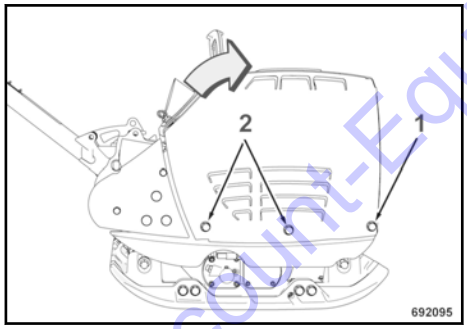

Fig. 38
Loosen the hood fasteners (1) on both sides and remove the fasteners (2) from both sides ↳ Fig. 38.